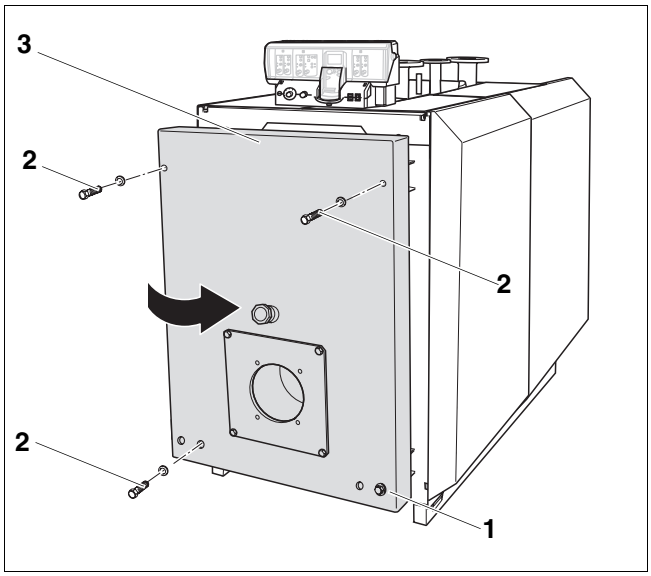

Rys. 38 Otwarcie drzwiczek kotła (tu: drzwiczki kotła zawieszone po prawej stronie)
- Wyjąć trzy śruby z łbem sześciokątnym M12 (rys. 38, **poz. 2**) z drzwiczek kotła (rys. 38, **poz. 3**).
- Poluzować nieznacznie śrubę z łbem sześciokątnym M16 (rys. 38, **poz. 1**) – lecz jej nie wykręcać – jeżeli sworzeń zawiasu nie porusza się swobodnie.
- Zamknąć drzwiczki kotła i dokręcić na krzyż śruby z łbem sześciokątnym M12 i M16 (rys. 38**,** strona 42).